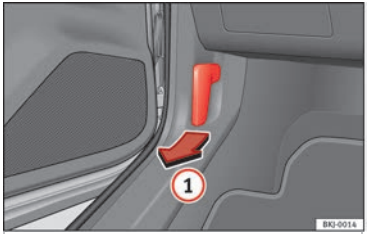

Fig. 7 Release lever in the driver's footwell area.
- Open the door and pull the lever under the dashboard ››› **Fig. 7** (1).